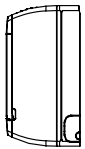
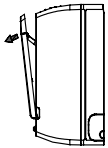
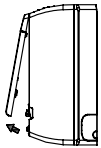

Рис. 1
Рис. 2
Рис. 3
1. Сдвиньте декоративную панель, как показано на рис. 1, отведите ее под небольшим углом (см. рис. 2) и нажмите кнопки фиксации панели (с двух сторон одновременно) (см. рис. 3).